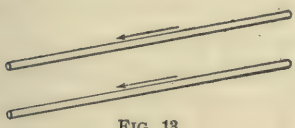
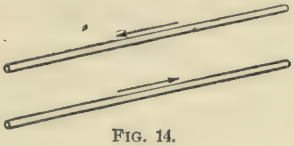

FIG. 13.
FIG. 14.
**25.** In Figs. 13 and 14 there are two pairs of wires carrying currents, the direction of which, in each wire, is shown
by the arrowheads. In Fig. 13, where the two currents flow in the same direction, the two wires will attract each other. In Fig. 14, where the two currents flow in opposite directions, the two wires repel each other and try to move apart. Where the currents used are small and there are but two wires, the effect is weak and may not be decided enough to see, unless special provision is made for giving the wires great ease of movement; but just step into a street-railway power house and watch the big compound leads hanging from the generator brushes, and no further testimony will be asked. There are at least two cases on record where the brush-holder lead was too long and the attraction of the armature was so great that it drew the lead in, rubbed its insulation off on the pole piece, and short-circuited the machine.